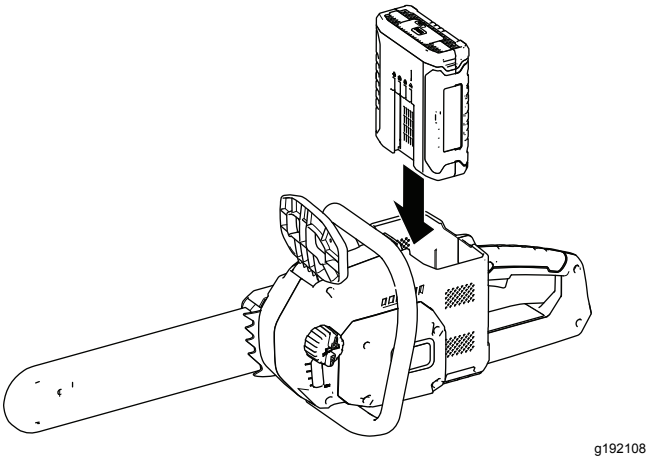

Figura 7
3. Alinee la lengüeta de la batería con el hueco correspondiente de la motosierra (Figura 7).